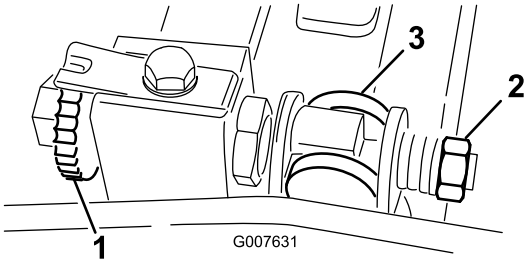

Figur 54
1. Skru justeringsskruen til motstangen mot klokken, til motstålet bakside, vekk fra spolen (Figur 54).
2. Skru ut fjærspenningsmutteren til skiven ikke lenger er strammet mot motstangen (Figur 54).